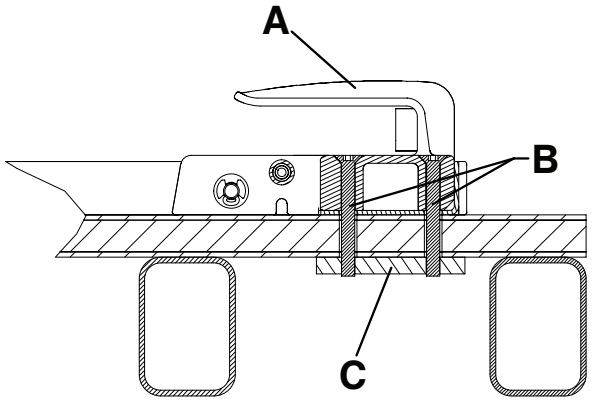
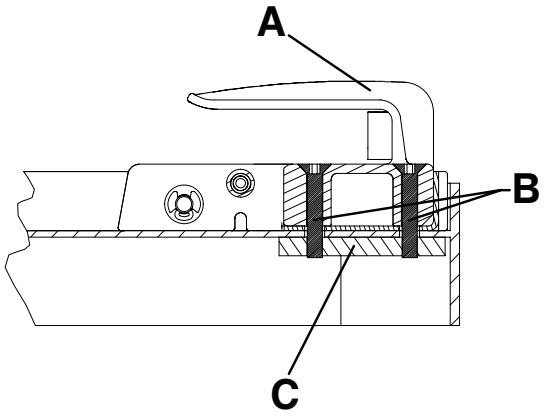

Rysunek 9 – Mocowanie podłogowe, po stronie wezgłowia - Widok 4A
Rysunek 10 – Mocowanie do tacy, po stronie wezgłowia - Widok 4B
- Konieczne jest zastosowanie stalowej płyty montażowej (C) (lub odpowiednika) w celu zwiększenia wytrzymałości (niedostarczona) (Rysunek 9 lub Rysunek 10).